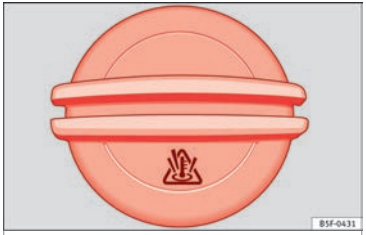

Afb. 245 In de motorruimte: vuldop van het koelvloeistofexpansiereservoir.
- Het koelvloeistofexpansiereservoir is te herkennen aan het symbool op de dop ››› afb. 245.